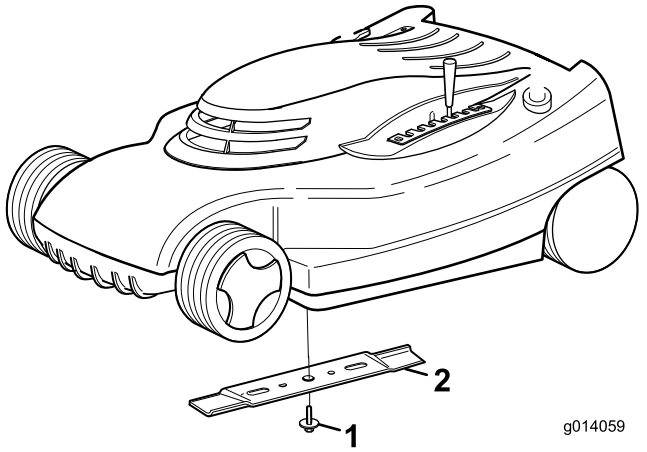

Figuur 19
1. Pak het uiteinde van het mes (Figuur 19) vast met een lap of een dikgevoerde handschoen.